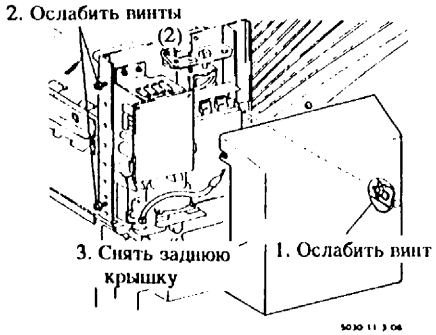

Рис. 3. Снятие задней крышки
4. (Рис. 3): Снять заднюю крышку.